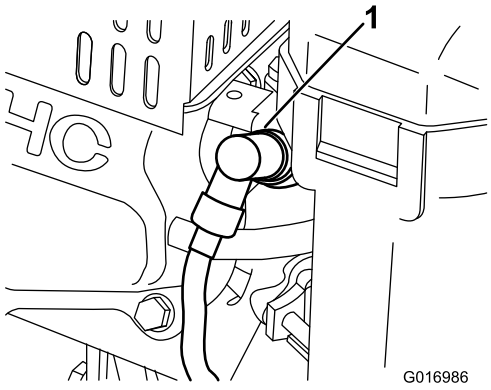

Rysunek 27
1. Wyciągnij moduł przewodu ze świecy zapłonowej (Rysunek 27).